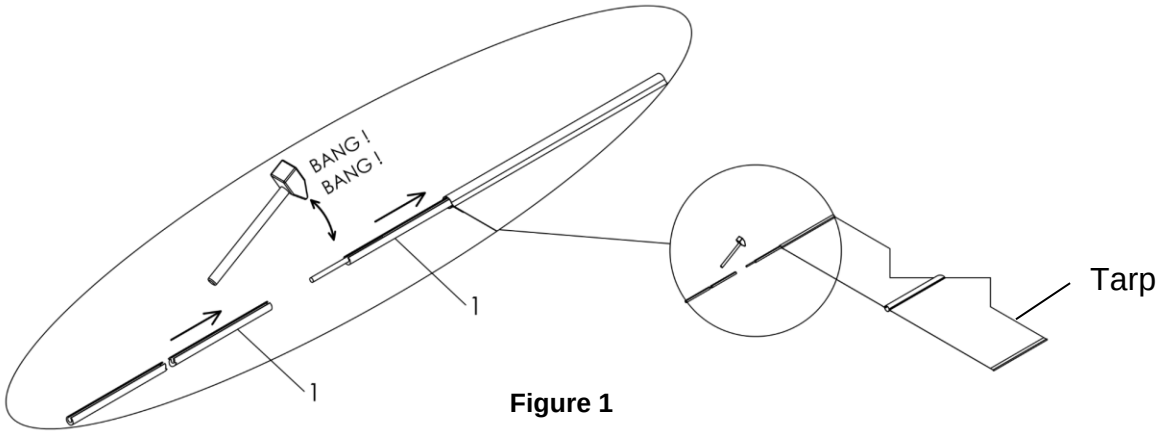

Figure 1
2. **Figure 1.** Insert the anchoring tube (1) in the small pocket of the tarp and connect both sections of the anchoring tube (1) with the ½" rod.